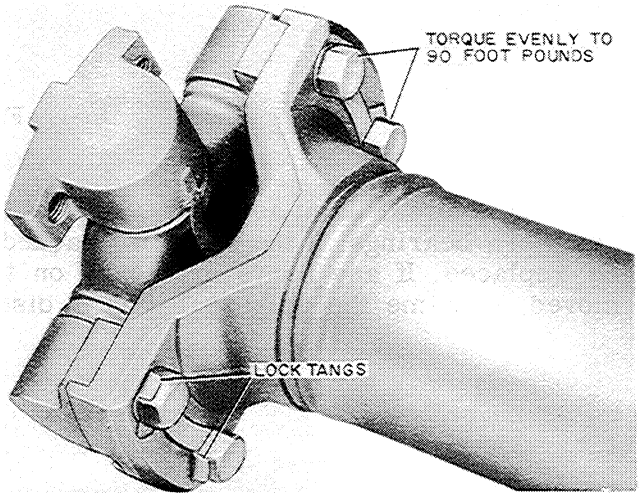

Figure T-91
4. Torque the cap screws to 90 foot pounds. After the cap screws have been properly torqued bend the lock tange up against the cap screw head, Figure T-91.